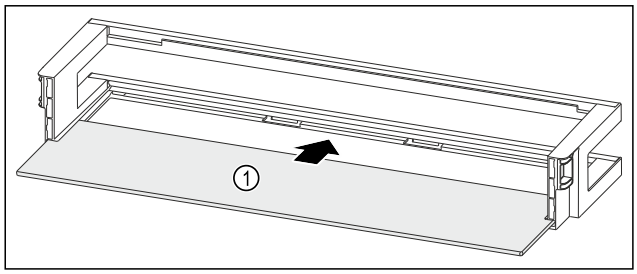

*Fig. 58 Door rack with shelf*
- ▶ Push the shelf *Fig. 58 (1)* into the side recesses.